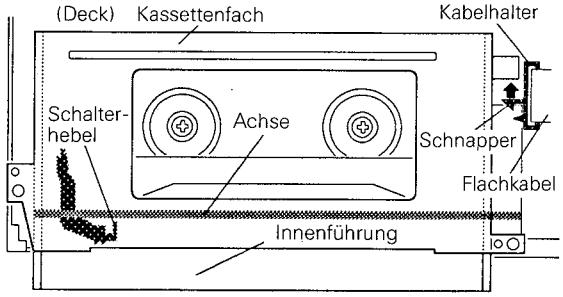

Abb. 2-1-1
2-1-1 Ausbau (siehe Abb. 2-1-1, 2-1-2)
C. Den Kabelhalter am Kassettenfach lösen und entfernen. (Siehe Abb. 2-1-1)
2-1-2 Einbau (siehe Abb. 2-1-1 ~2-1-3)